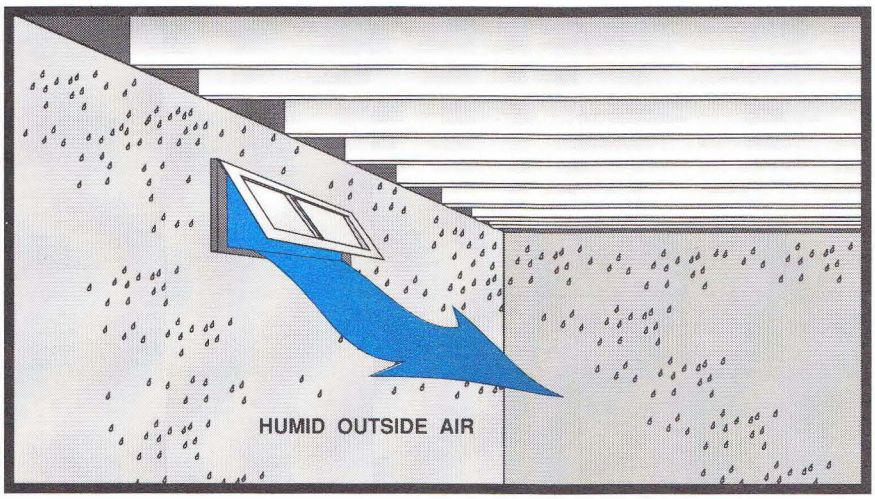

**FIGURE 25**
- The *dew point* temperature of outside summer air used to ventilate the basement can be above the basement wall/floor surface temperature. This results in *condensation* inside the basement on the cooler basement walls, floors and other surfaces. (See Figure 25.)